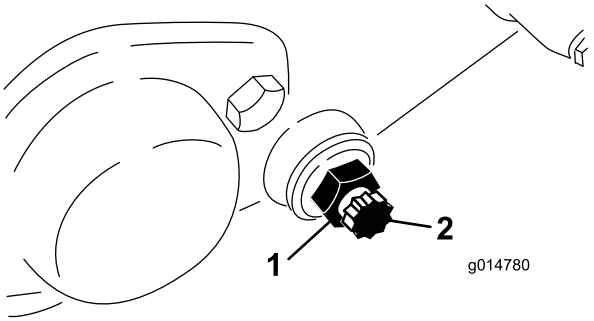

**Figuur 56**
3. Draai de contramoer van de snijbalkbout op beide zijden van de machine los (Figuur 56).
4. Verwijder beide snijbalkbouten zodat de snijbalk omlaag kan worden getrokken en uit de machine worden verwijderd. Bewaar de 2 nylon en de 2 stalen ringen op beide uiteinden van de snijbalk (Figuur 56).